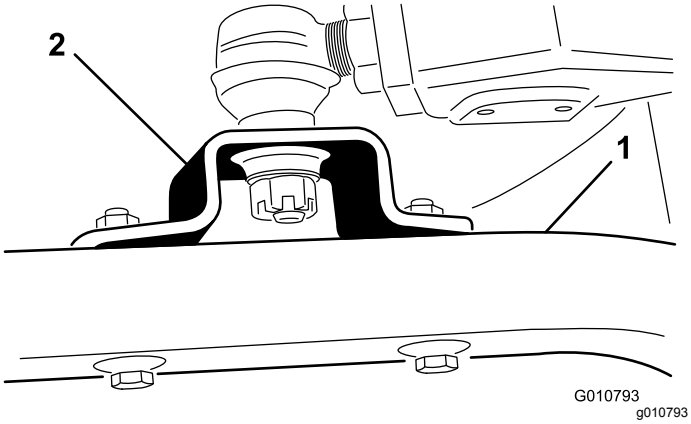

Figur 19
3. Fjern hodeskruene og låsemutterne som sikrer kuleleddsbeslagene til styrearmene på klippeenheten (Figur 19).